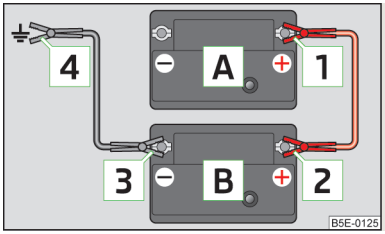

Fig. 148
- Attach one cable 1 to the positive terminal of the discharged battery A » Fig. 148.